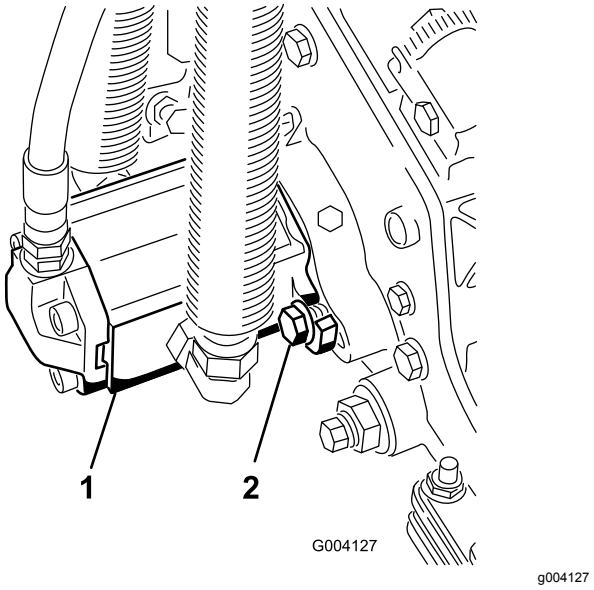

**Figur 14**
16. Montera motorn genom att vrida den medurs så att motorflänsarna går fria från skruvarna (Figur 14).